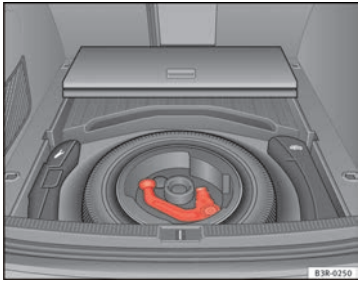

Fig. 162 Luggage compartment: Spare wheel with towing bracket
- Vehicles with a spare wheel ⇒ fig. 162.